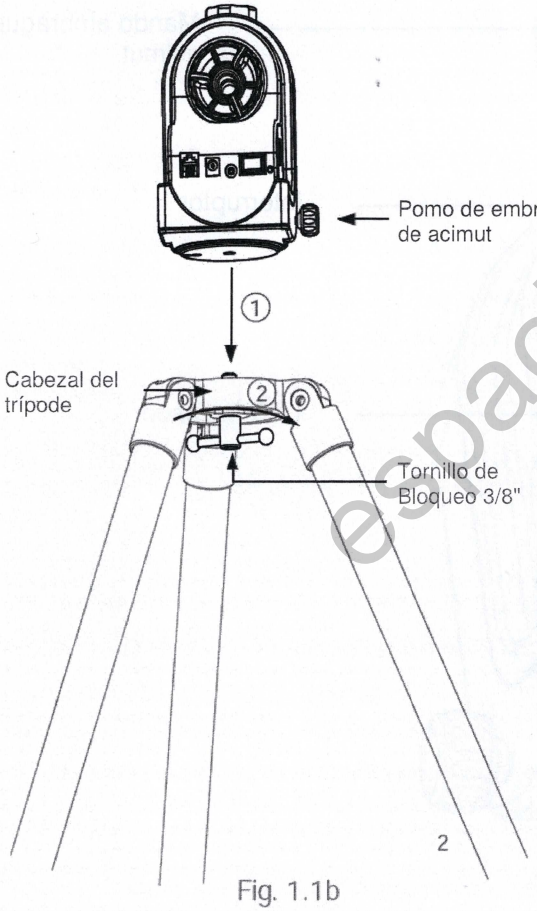

Fig. 1.1b
3. Si usa un telescopio de tubo corto, que no golpea las patas del trípode cuando apunta al cenit, con la montura AZGTi, la montura se puede instalar en el trípode directamente. Alinee el tornillo de 3/8" con la base del soporte con el tornillo de bloqueo de la cabeza del trípode. Bloquee la montura en el trípode apretandos el tornillo (Fig. 1.1b).